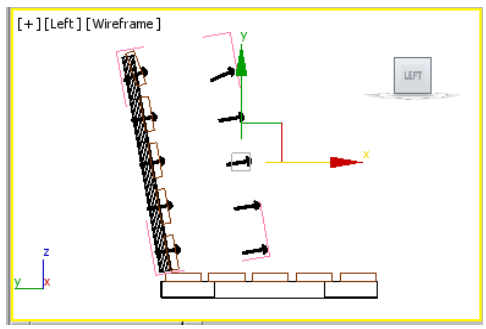

Figure 2-88 *The right side seat rivets group in the Left viewport*
5. Make sure *right side rivets* group is still selected. Now, create a copy of *right side rivets* and name it as *right side seat rivets*, as shown in Figure 2-88.